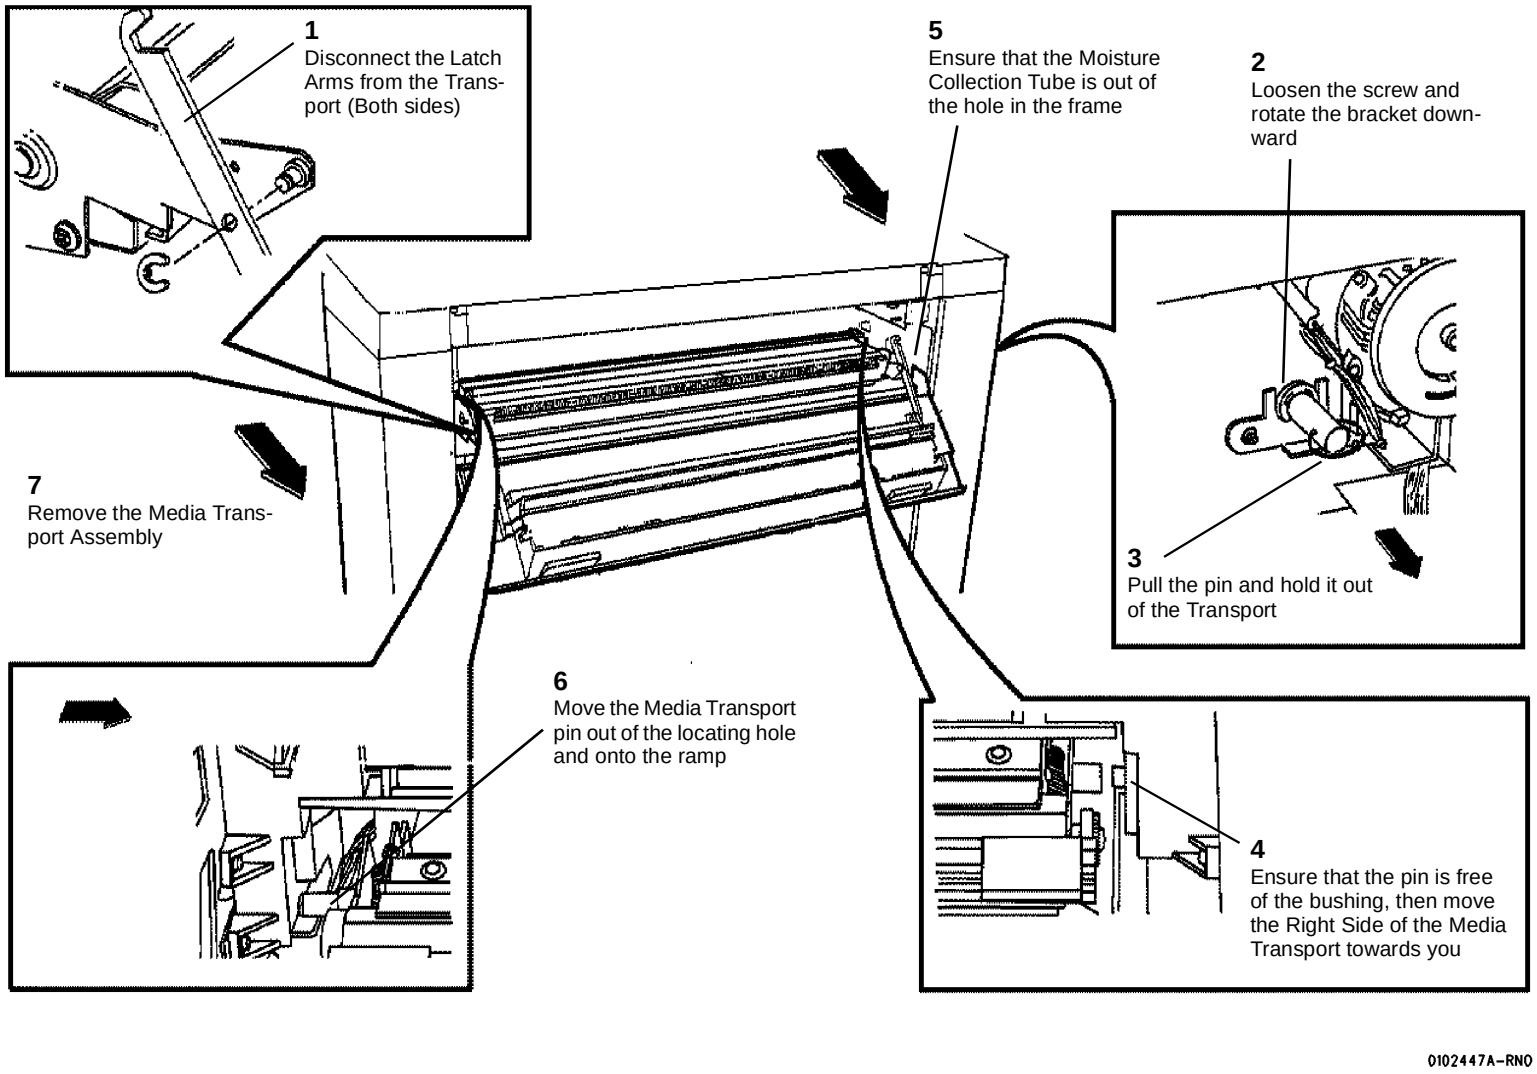

**Figure 3 Removing the Media Transport Assembly**
5. (Figure 3): Remove the Media Transport Assembly.